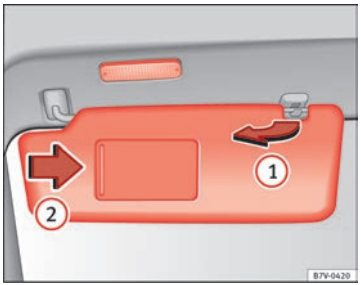

Fig. 65 Pala de sol.
- A pala do sol pode ser puxada para fora da fixação e ser virada para a porta ⇒Fig. 65 (1).